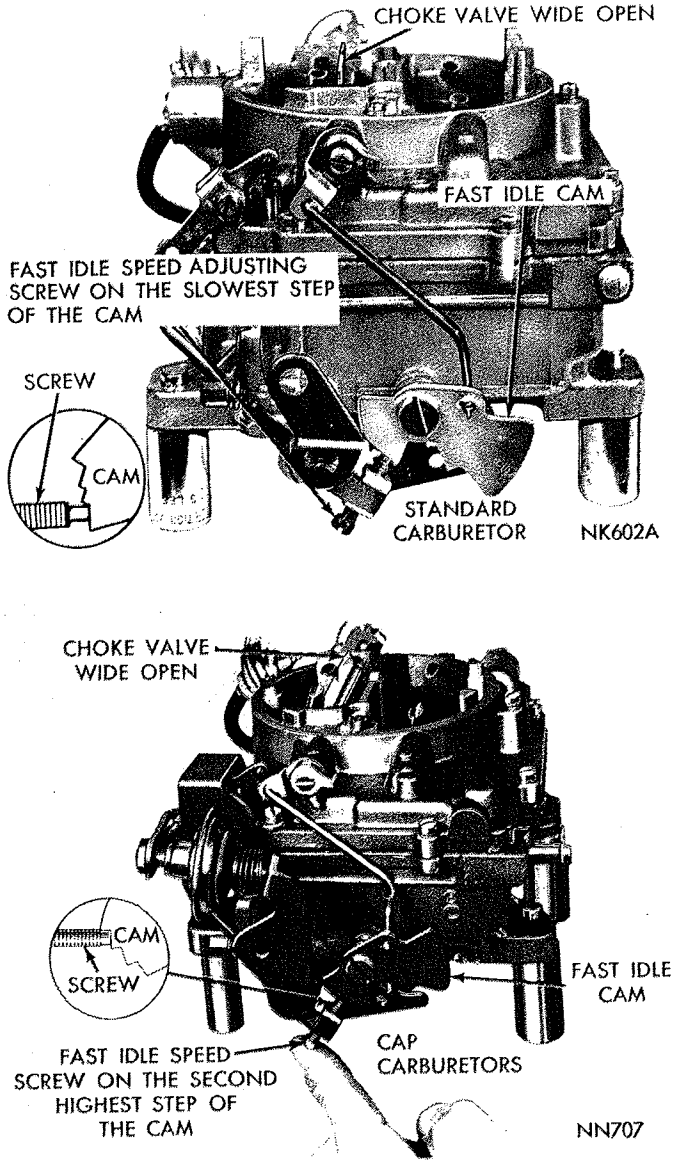

***Fig. 21—Fast Idle Speed Adjustment (on the Vehicle)***
(1) With engine running and transmission in neutral position, open throttle slightly.
(2) **On Standard carburetors,** close the choke valve about 20 degrees, then allow throttle to close. Return choke valve to the open position. The fast idle speed adjusting screw should contact the slowest speed step on the fast idle cam (Fig. 21).
(3) **On CAP carburetors,** open the throttle until the fast idle adjusting screw can be positioned on the second highest step of the cam (Fig. 21). **The air cleaner must be installed while measuring the engine speed.**
(4) With the engine warmed up to the normal operating temperature, turn the fast idle speed adjusting screw in or out to secure 700 rpm (Standard Carburetors) or 1500 rpm (CAP Carburetors).** (Refer to Specifications.)